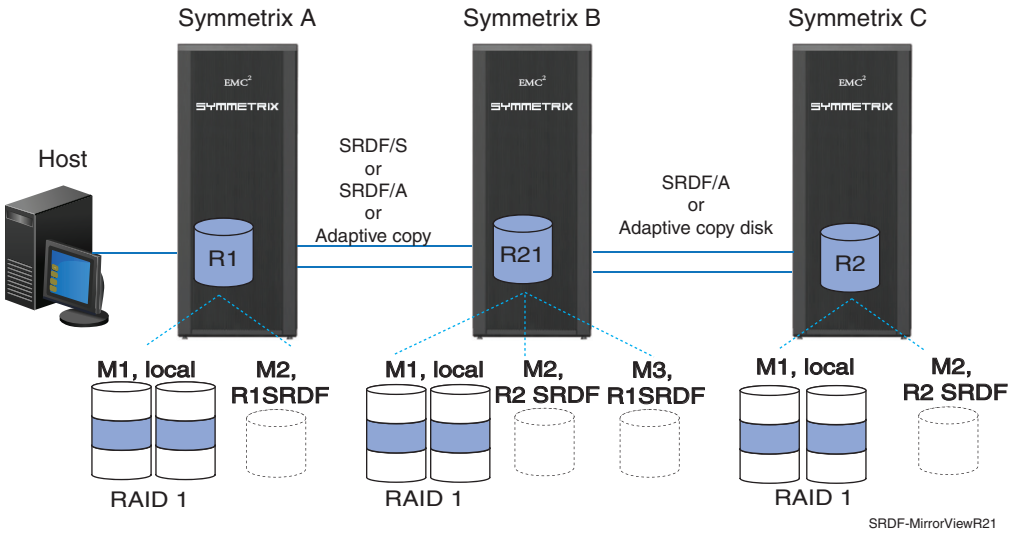

Figure 7 R21 device used in cascaded SRDF operations
R21 devices are dual-role SRDF devices typically used in three-site solutions as shown in Figure 7 on page 35. An R21 device can simultaneously assume the roles of an R2 and an R1 device. R21 devices have an R1 SRDF and an R2 SRDF mirror.
- After the R1 SRDF mirror of the R21 device receives updates, the SRDF emulation sends data across the SRDF links to the R2 SRDF mirror of the R2 device in Symmetrix C as shown in Figure 7 on page 35.
The R21 devices appear like the R2 devices to the hosts connected to Symmetrix systems in a cascaded SRDF topology (Figure 7 on page 35). As long as the R1->R21->R2 SRDF relationship is established, no host can have write access to the R21 device. "Cascaded SRDF" on page 126 provides more details about cascaded SRDF.
This configuration is also known as the SRDF/EDP solution and looks very similar to that shown in Figure 7 on page 35 except that the R1 SRDF mirror of the DL R21 device operates in adaptive copy write pending mode or in asynchronous mode. "Extended Distance Protection" on page 128 provides more details about SRDF/EDP.